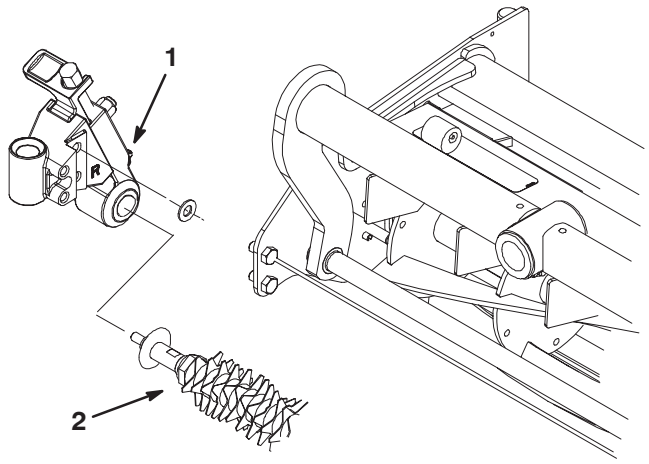

Figure 33
27. Carefully insert the RH height of cut assembly onto the RH end of the groomer shaft until the shaft **clicks** into position (Fig. 33).Take care not to damage the seals in the height of cut assembly.
28. Mount the RH height of cut assembly to the right end of the cutting unit with the (2) 3/8–16 x .75" lg capscrews and (2) .406 ID x .812 OD x .065 thk. washers (Fig. 33).